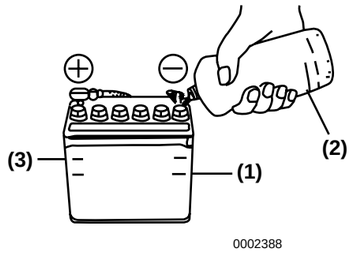

***Figure 3***
4. If the level is lower than the minimum fill level **(Figure 3, (1))**, fill with distilled water **(Figure 3, (2))** (available locally) up to the upper limit **(Figure 3, (3))** of the battery.